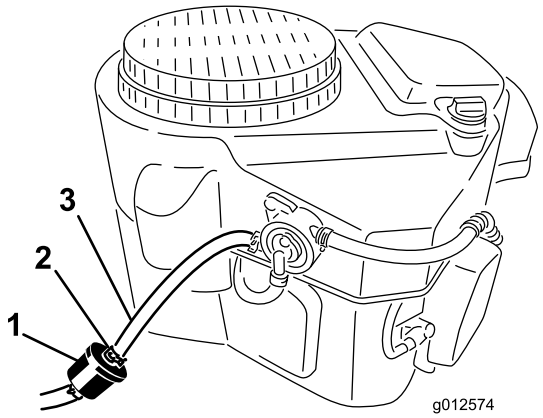

**Figuur 52**
2. Reinig het gebied rond de dop van de brandstoftank om te voorkomen dat de brandstoftank verontreinigd raakt (Figuur 52).
4. Druk de uiteinden van de slangklemmen naar elkaar toe en schuif ze weg van het filter (Figuur 52).